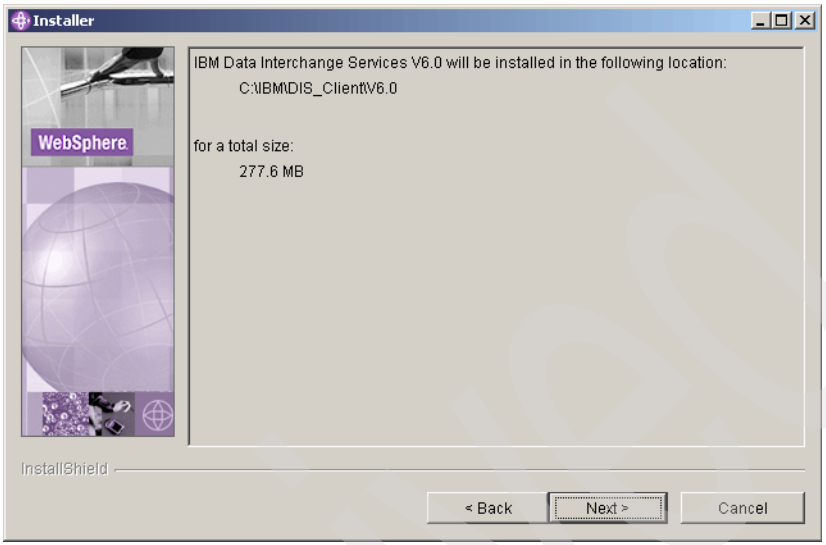

Figure 14-4 Selected directory
5. The Installer window (Figure 14-4) displays a listing of the installation directory and the total size requirement. Click **Next**.